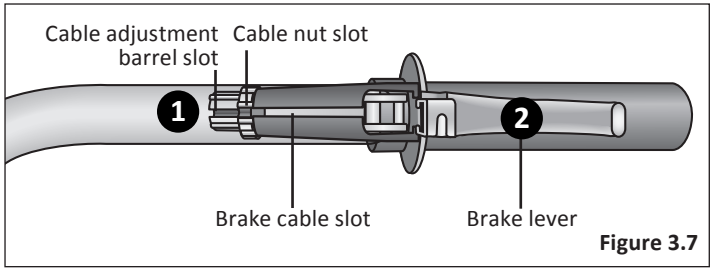

Figure 3.7
1. Rotate the cable adjustment barrel and cable nut until the slots are aligned with the slot on the brake lever body. **Figure 3.7**